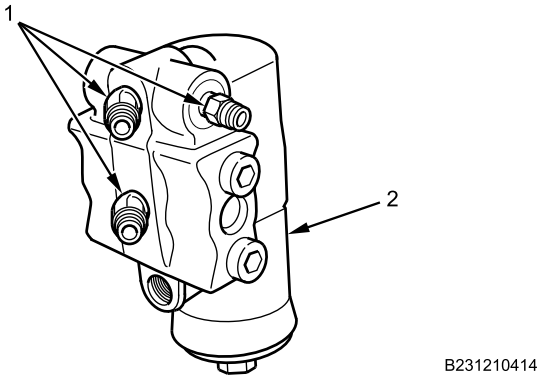

Figure 4. Air Compressor Governor Fittings.
1. Install fittings (Figure 4, Item 1) on air compressor governor (Figure 4, Item 2) and tighten securely.